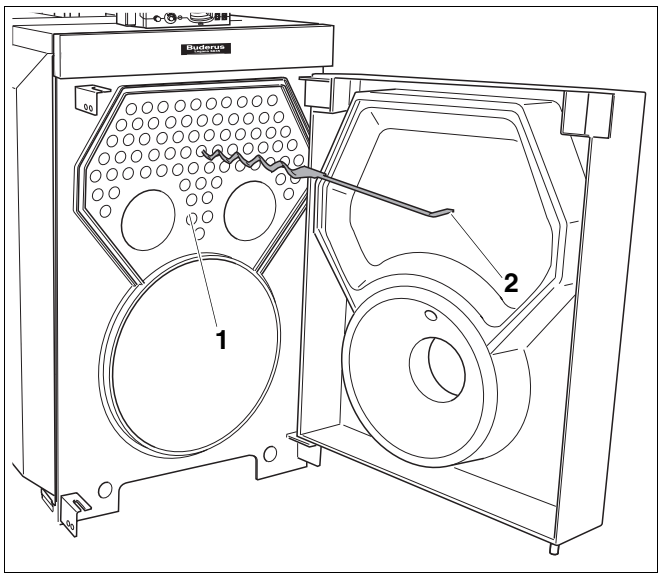

Рис. 50 Удаление турбуляторов
- Удалить два или три турбулятора (рис. 50, **поз. 2**) из труб дополнительных поверхностей нагрева (рис. 50, **поз. 1**). При этом начинать нужно с нижнего турбулятора.
Если температура дымовых газов остается низкой, то следует удалить турбуляторы (рис. 50, **поз. 2**) из других труб дополнительных поверхностей нагрева (рис. 50, **поз. 1**).
Если температуру дымовых газов слишком высока, то турбуляторы (рис. 50, **поз. 2**) нужно вновь вставить один за другим в трубы дополнительных поверхностей нагрева (рис. 50, **поз. 1**) до соответствующего снижения температуры дымовых газов.